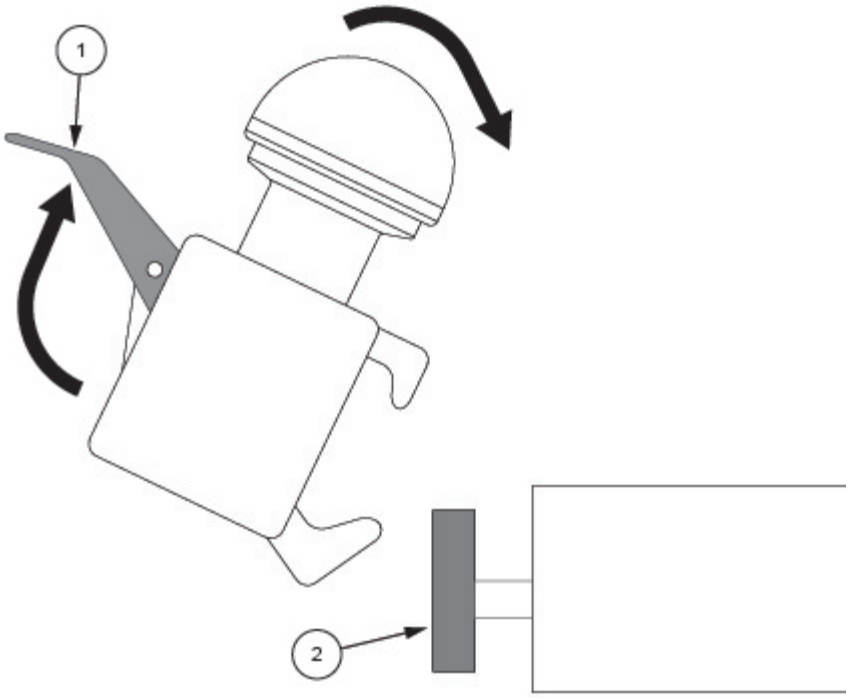

Figure 7-5. Installer le joystick
1. Soulever la languette de verrouillage (1) et positionner le joystick le long du guide de la table chirurgicale (2). Voir *Figure 7-5*.